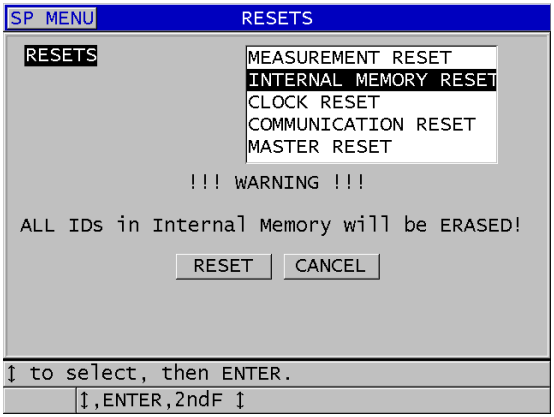

Rysunek 11-22 Komunikat ostrzegawczy podczas resetowania pomiarów
3. Na ekranie **RESETS** (Resety) (patrz Rysunek 11-22 na stronie 226):